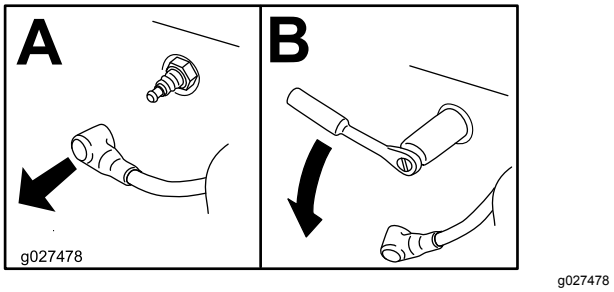

**Figur 39**
4. Ta bort tändstiftet enligt Figur 39.